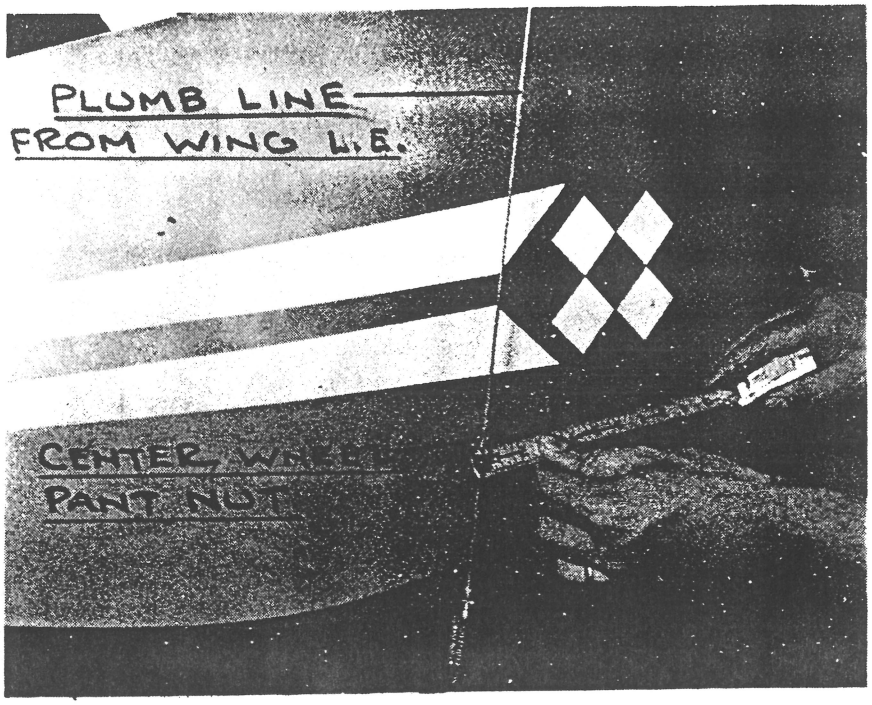

FIGURE 2-3.
4. D_2 = Distance wing L.E. (DATUM) to main wheels centerline. (Average these if different side to side)(See Figure 2-3)